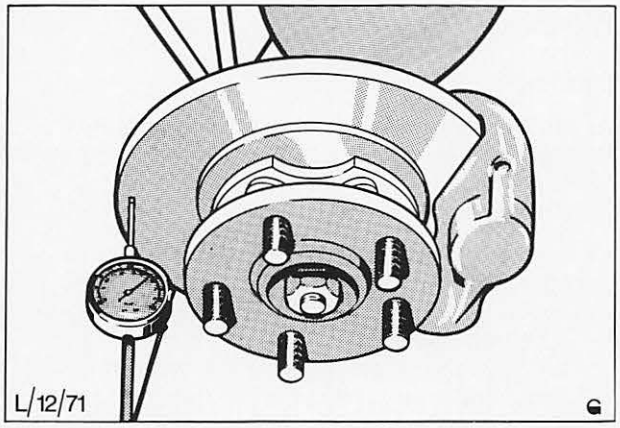

Abb. 21 Prüfen des Scheibenschlags bei Befestigung der Meßuhr am Spurstangenhebel
2. Meßuhr 15-046 mit Meßuhrhalter 15-022-A an Spurstangenhebel befestigen und Scheibenschlag messen, Abb. 21. Der Gesamtausschlag darf nicht über 0,089 mm liegen.